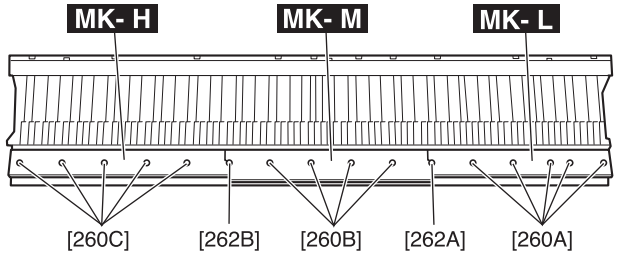

Fig. 18（図18）
Remove the five (5) screws marked [260A] and the screw marked [262A]. The MK-L circuit board can then be removed. (Fig.18)
Remove the four (4) screws marked [260B], the screw marked [262A] and the screw marked [262B]. The MK-M circuit board can then be removed. (Fig.18)
Remove the fi ve (5) screws marked [260C] and the screw marked [262B]. The MK-H circuit board can then be removed. (Fig.18)
[260A] のネジ 5 本と [262A] のネジ 1 本を外して、MK-L シートを外します。（図 18）
[260B] のネジ 4 本と [262A] のネジ 1 本、[262B] のネジ 1 本を外して、MK-M シートを外します。（図 18）
[260C] のネジ 5 本と [262B] のネジ 1 本を外して、MK-H シートを外します。（図 18）
Tighten the five (5) screws marked [260A] and the screw marked [262A] to fix the MK-L circuit board. (Fig.18)
Tighten the four (4) screws marked [260B], the screw marked [262A] and the screw marked [262B] to fix the MK-M circuit board. (Fig.18)
Tighten the five (5) screws marked [260C] and the screw marked [262B] to fix the MK-H circuit board. (Fig.18)
MK-L シートを取り付け、[260A] のネジ 5 本と [262A] のネジ 1 本を取り付けます。(図 18)
MK-M シートを取り付け、[260B] のネジ 4 本と [262A] のネジ 1 本、[262B] のネジ 1 本を取り付けます。(図 18)
MK-H シートを取り付け、[260C] のネジ 5 本と [262B] のネジ 1 本を取り付けます。(図 18)